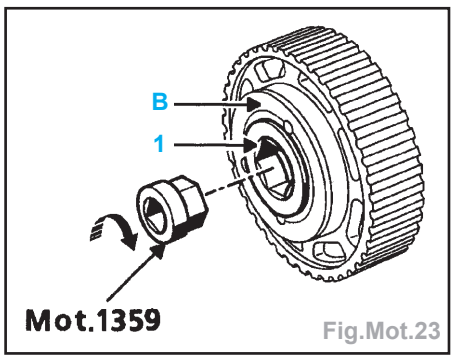

Fig.Mot.23
Attention : débloquer légèrement la vis (1) à l'aide du **Mot.1359** (attention : c'est un pas à gauche) de manière à libérer le flasque (B) en rotation (Fig.Mot.23).
- Presserrer légèrement la vis (1) à l'aide du **Mot.1359** en ne dépassant pas 2 daN.m (pas à gauche, l'aiguille du comparateur ne doit pas bouger) (Fig.Mot.23).
- Serrer la vis (1) à 9 daN.m.